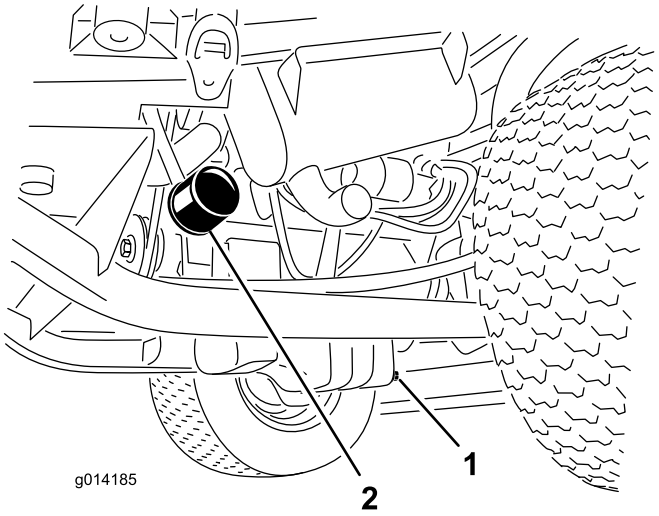

Figura 45
1. Retire el tapón de vaciado (Figura 45) y deje fluir el aceite a un recipiente apropiado.
3. Retire el filtro de aceite (Figura 45).